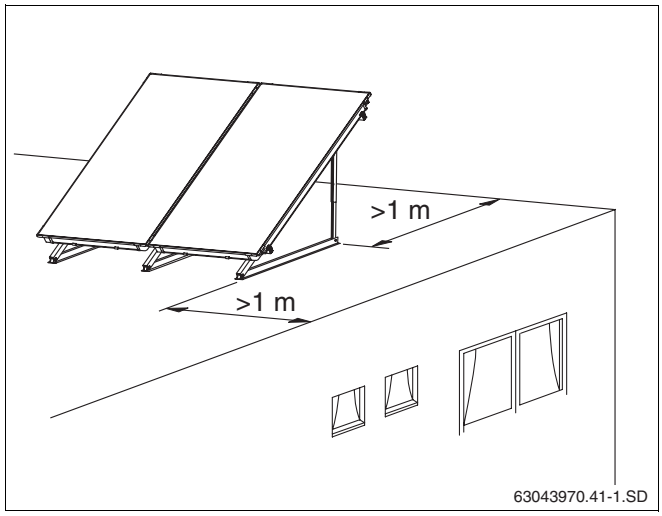

Abb. 15 Abstand vom Dachrand
- Achten Sie darauf, dass Sie bereits vor der Montage zwischen den Flachdachständern und dem Rand des Flachdaches einen Abstand von mindestens einem Meter vorsehen (Abb. 15).